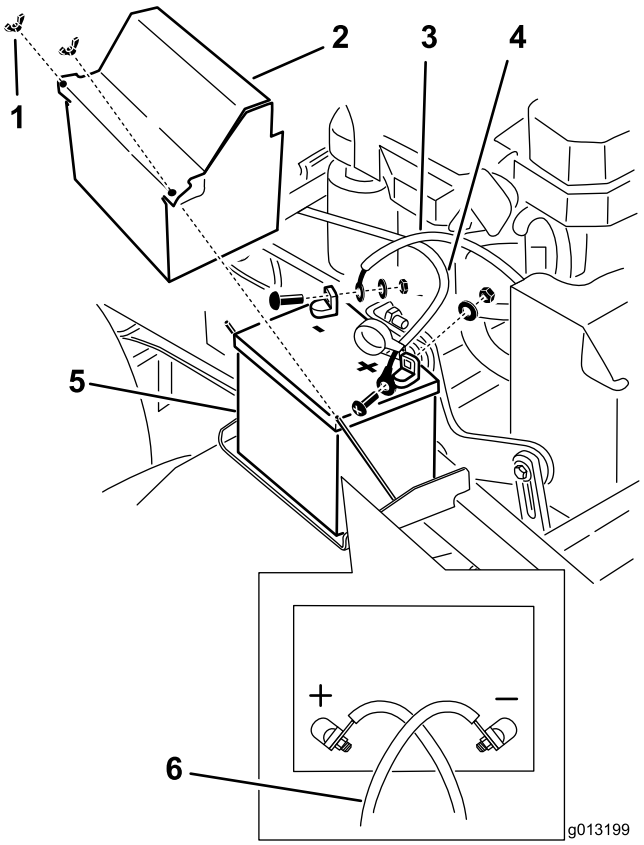

Figur 52
3. Ta den negative batterikabelen av den negative (–) batteripolen (Figur 52).
5. Fjern den positive (røde) batterikabelen (Figur 52).
6. Ta ut batteritilholderen (Figur 52) og ta ut batteriet.
1. Legg batteriet i maskinen (Figur 52).
3. Monter den positive (røde) batterikabelen til den positive (+) batteripolen med en mutter, skive og bolt (Figur 52).
5. Monter den negative batterikabelen og jordledningen til den negative (–) batteripolen med en mutter, skive og bolt (Figur 52).
Merk: Batterikablene vil krysse hverandre når de er riktig montert (Figur 52).